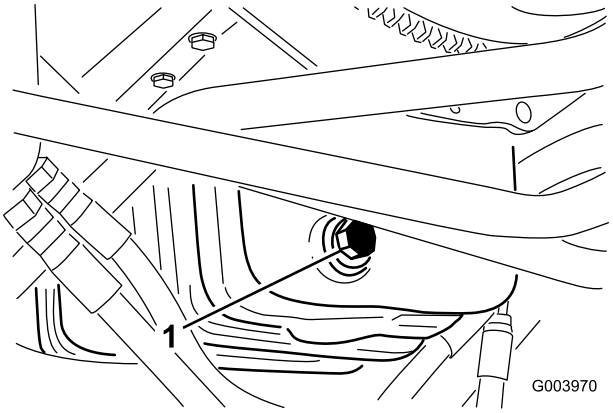

**Figuur 52**
1. Verwijder de aftapplug (Figuur 52) en laat de olie in een opvangbak lopen.